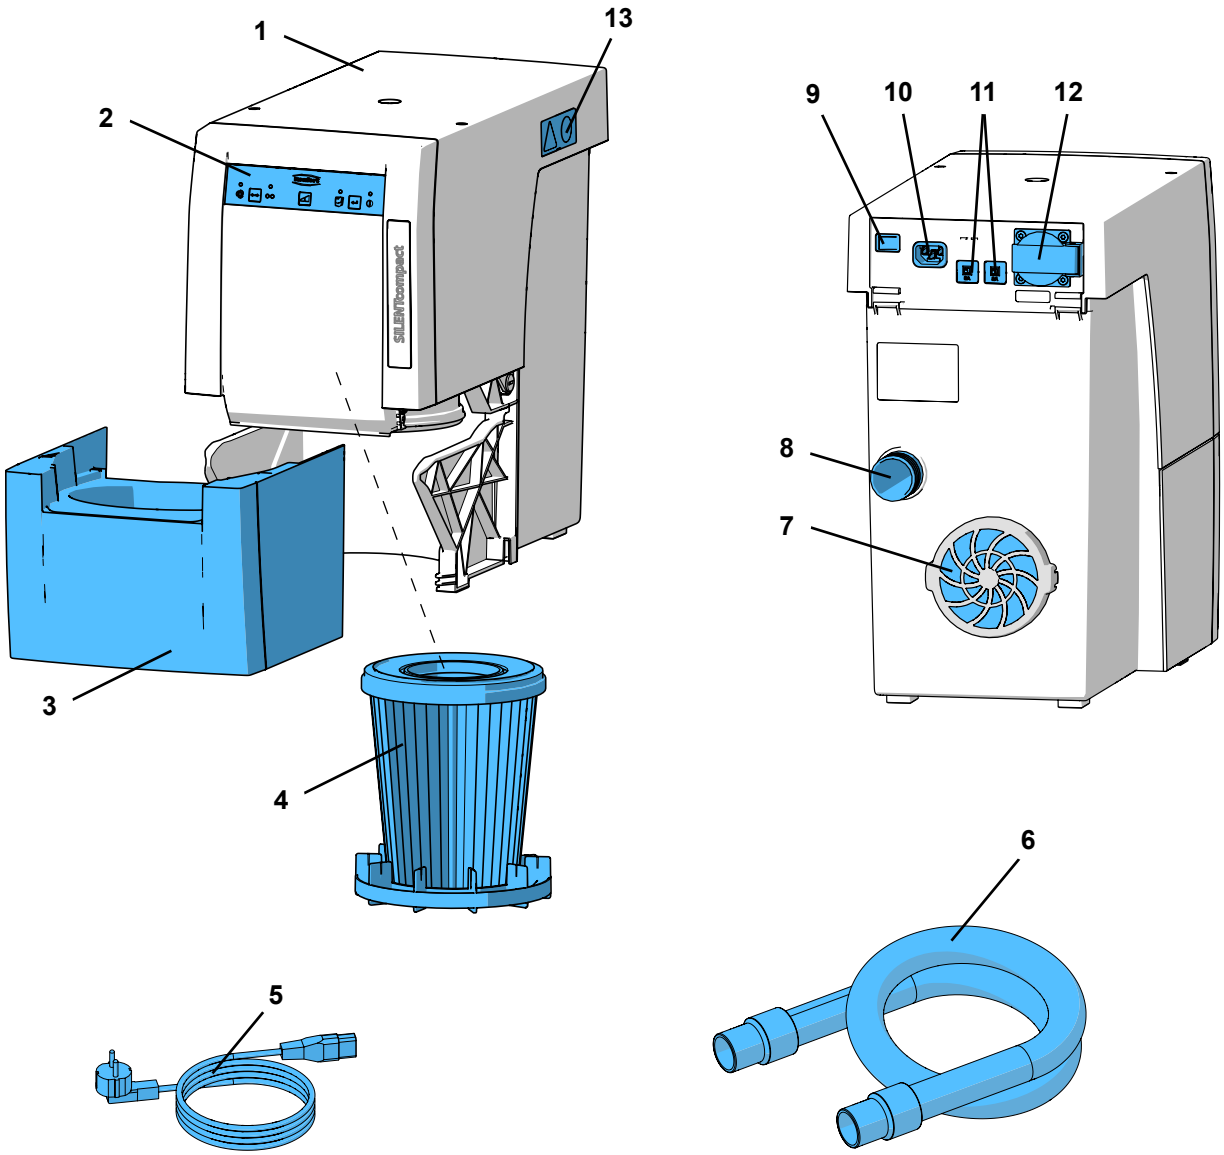

Fig. 1
- Orificiul de evacuare (7, fig. 1) să nu fie blocat.
⇒ Conectați cablul de alimentare (5, Fig. 1) la sursa de alimentare (10).
⇒ Introduceți furtunul de aspirație (6, fig. 1) în orificiul de aspirație (8).